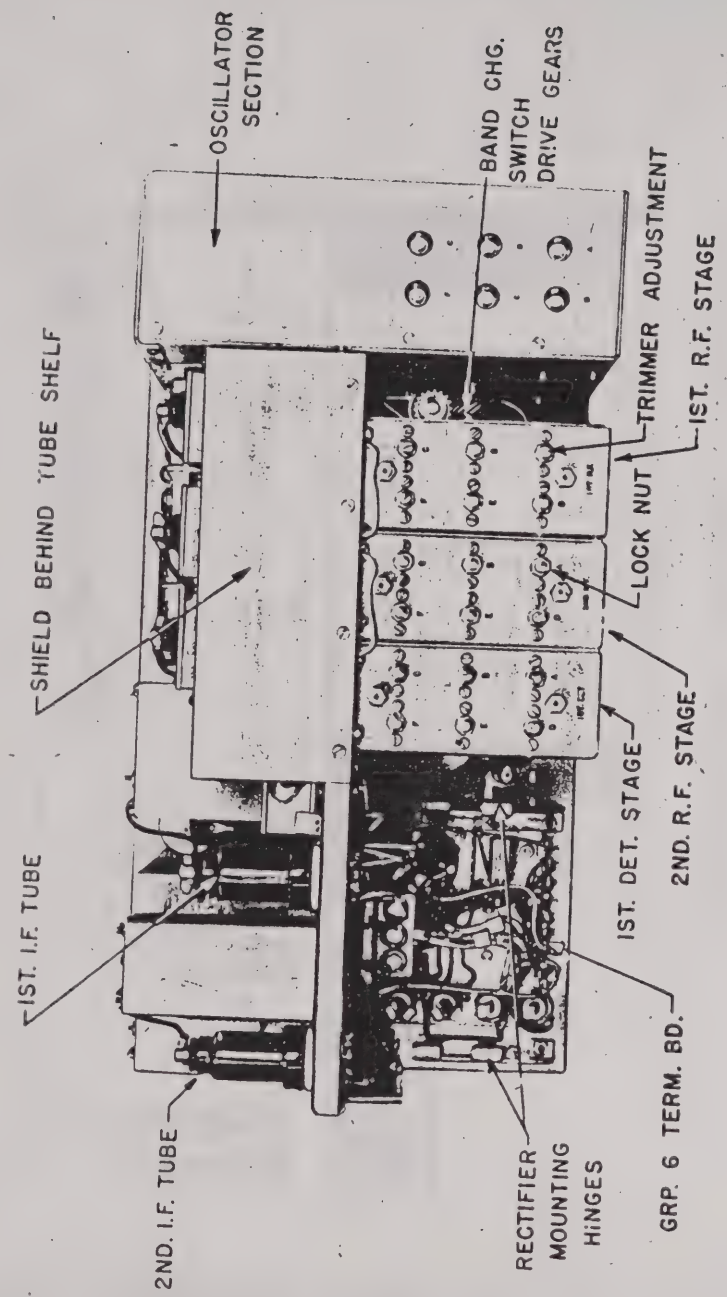

Figure 34.—Chassis layout, high-frequency models, shields and power supply removed, rear view.
d. Group 6 Terminal Board (Receivers BC-312-(*) and BC-314-(*)).— (See figs. 34 and 35.)—
e. Group 6 Terminal Board (Receivers BC-342-(*) and BC-344-(*)).— (See figs. 34 and 35.)—